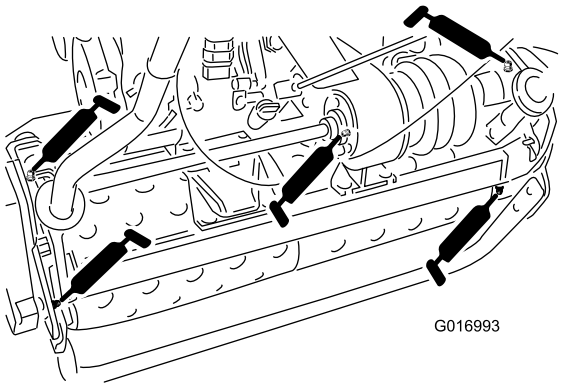

Figuur 19
- 2 op de trommelassen (Figuur 19)
- 3 op de differentieel (Figuur 19)